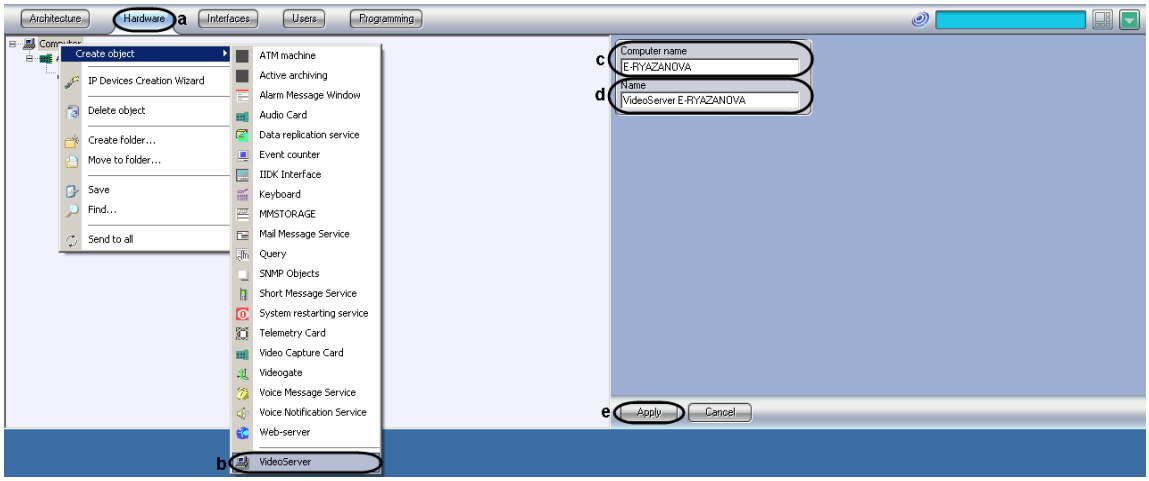

Figure 8.2-4. Server, Remote Admin Workstation or Remote Monitoring Workstation registration
a. Go to the «Hardware” tab in the “System Settings” dialog box (Figure 8.2-4).